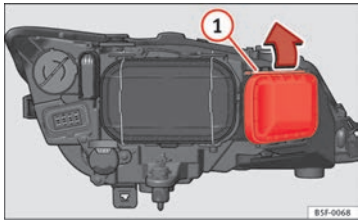

Fig. 183 Turn signal bulb
- Move the loop ⇒ Fig. 183 (1) in the direction of the arrow and remove the cover.